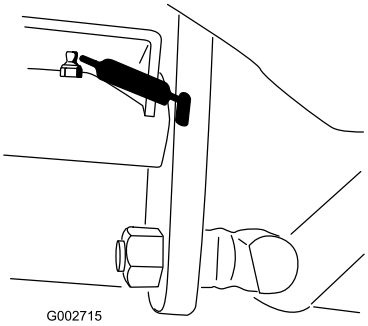

**Figur 22**
- Gaspedalens vridfäste (1) (Figur 22)